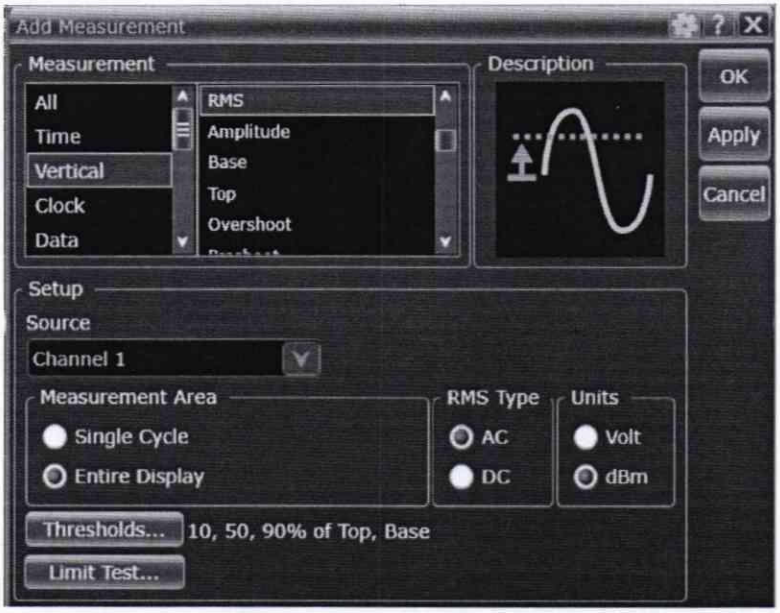

Рисунок 6
8.6.4 Включить 1-й канал осциллографа (и выключить все остальные), используя кнопки блока выбора и настройки каналов. Включить измерение среднеквадратического значения напряжения в единицах [дБм], выбрав пункт меню «Measure/Mark»→«Add Measurement» для 1-го канала осциллографа (см. рис. 6).